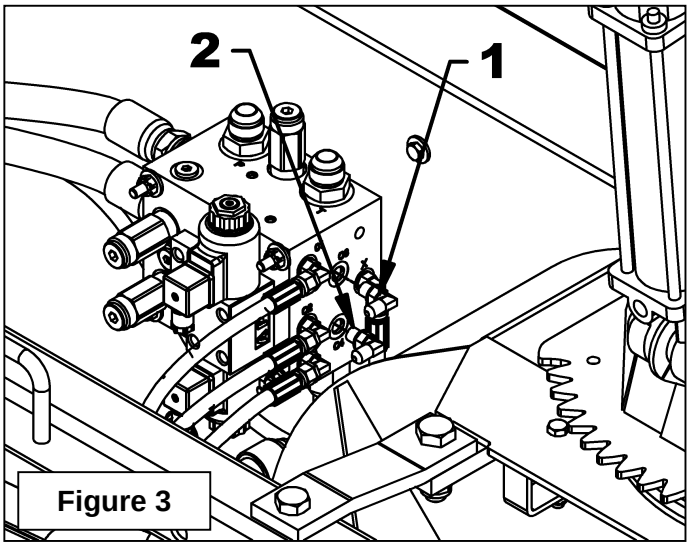

Figure 3
4. **Figure 3:** Install the 90° 7/16" ORB M. X 7/16 JIC M. elbows (items 1-2) in the "C3" and "C4" hydraulic block ports by positioning the elbows in the illustrated direction.